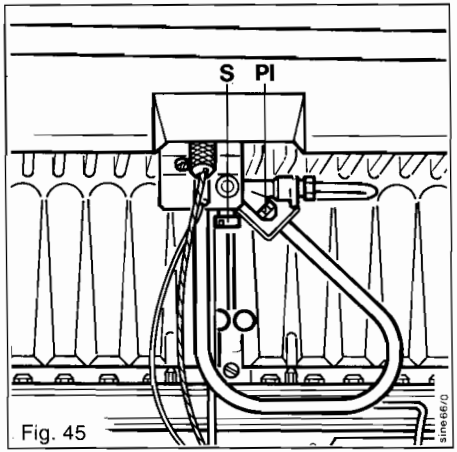

Fig. 45
14.3 Change of pilot injector (Fig. 45)